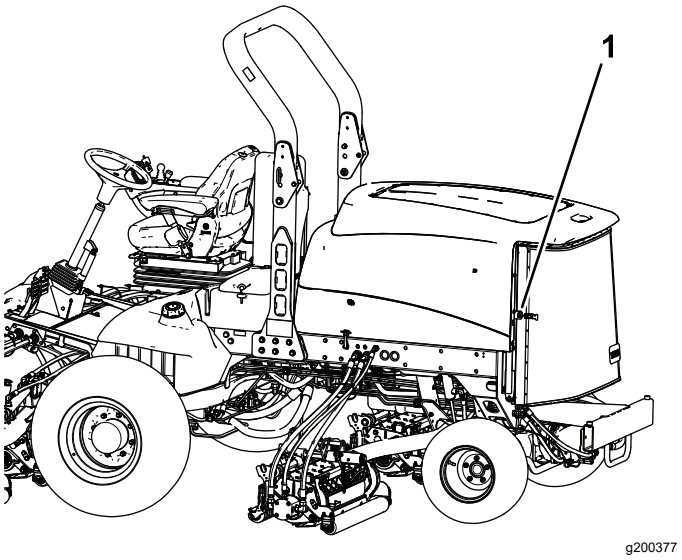

Figur 113
2. Åbn den bageste skærm (Figur 113).